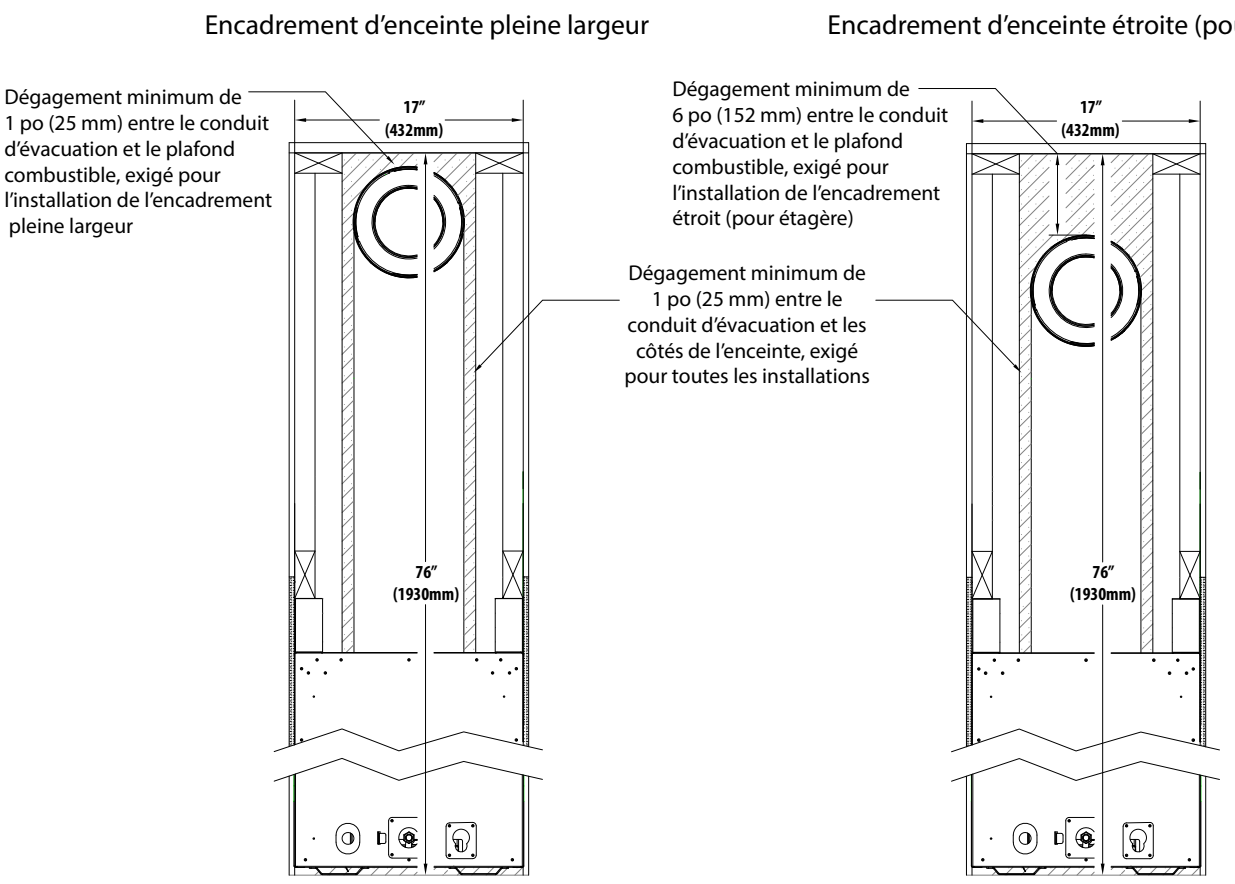
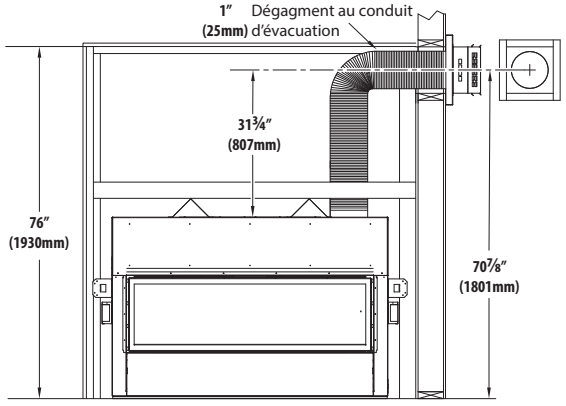

Figure 3.9, Dégagements minimums de l'encadrement de la terminaison d'évacuation
Figure 3.10, Dimensions d'encadrement de la terminaison d'évacuation minimum
- Un dégagement minimum de 6 po (152 mm) est exigé entre toute partie du conduit d'évacuation et le dessus (ou plafond) de l'enceinte, pour les terminaisons d'évacuation horizontales avec un encadrement d'enceinte étroite (pour étagères). Voir Figure 3.9.
- Le conduit d'évacuation flexible Kozy Heat nº 845-1 montré à la Figure 3.10 mesure 31-3/4 po (807 mm) entre le dessus de l'appareil et le centre de la terminaison d'évacuation, avec un rayon de courbure minimum de 6 po (152 mm) au centre. Maintenez les dégagements exigés entre le conduit d'évacuation et le plafond combustible dans l'enceinte du foyer, tel que montré à la Figure 3.9.
1. Mesurez la distance entre le plancher du foyer et le centre du point de traversée murale prévu du conduit d'évacuation. Les dimensions du conduit rigide de la Figure 3.10 utilisent un coude Simpson DuraVent.